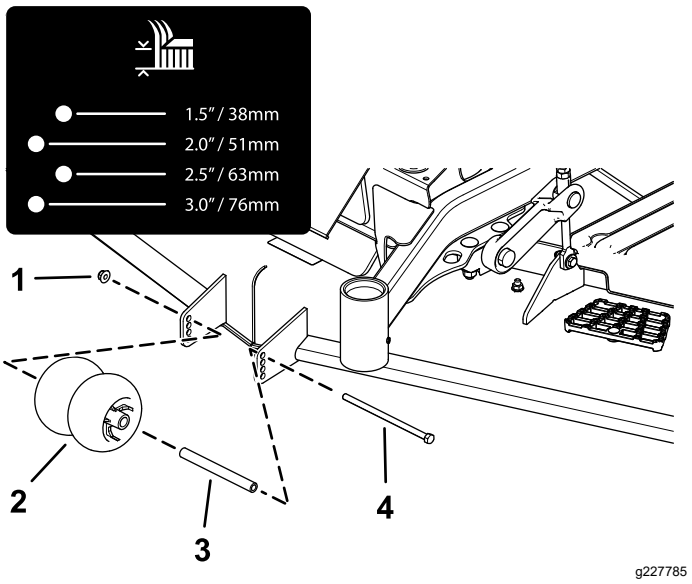
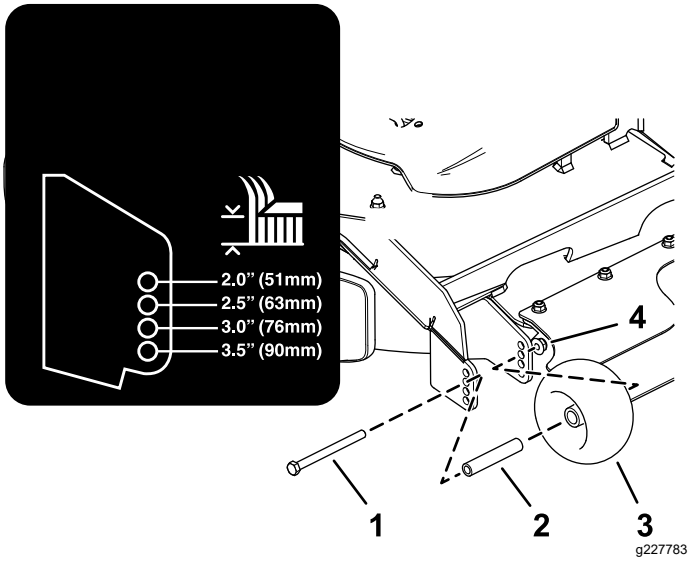

Figura 26
Figura 27
4. Remova os rolos antidanos como se mostra na Figura 26 e na Figura 27.